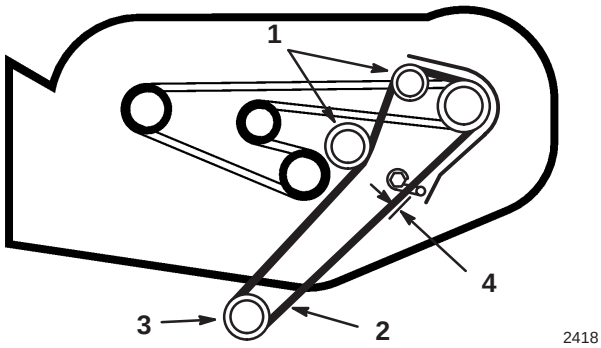

Abbildung 11
9. Den Antriebsriemen ziehen und auf die Motorscheibe drehen (Abb. 11).
10. Die Riemenführung so einstellen, daß der Abstand zwischen Riemen und Führung 4 mm (1/8”) beträgt (Abb. 11).